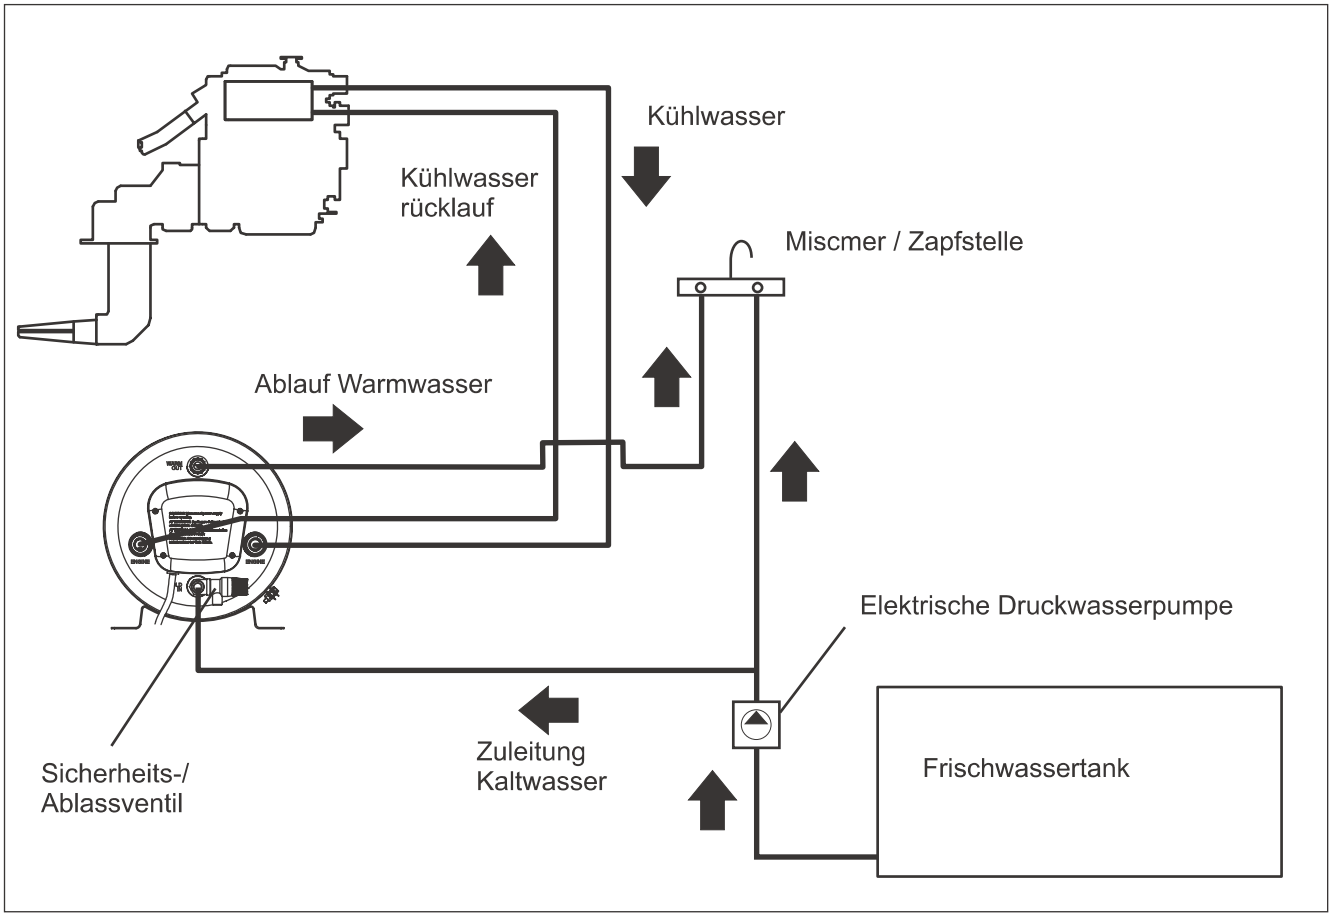

Abb. 1
Der Warmwasserbereiter kann an beliebiger Stelle im Wasserfahrzeug montiert werden, wobei die Anschlüsse an den Motorwärmetäuscher unterhalb des Hauptbehälters des Motors sein sollen (Abb. 1). Die Schlauchleitungen des Wärmetäuschers sollen am besten kurz sein, damit der Durchflusswiderstand (die Druckdifferenz) und die Temperaturverluste minimiert werden. In vielen Fällen ist der Wärmetäuscher des Warmwasserbereiters in Reihe mit der Motorkühlung angeschlossen. In anderen Fällen ist er parallel mit einem Durchflussbegrenzer / Verteilerstück angeschlossen.
**4.3 Anschluss an den Motor (siehe das Anschlussbild Abb. 1):**
**4.4 Anschluss an das Frischwassersystem (siehe das Anschlussbild Abb. 1):**